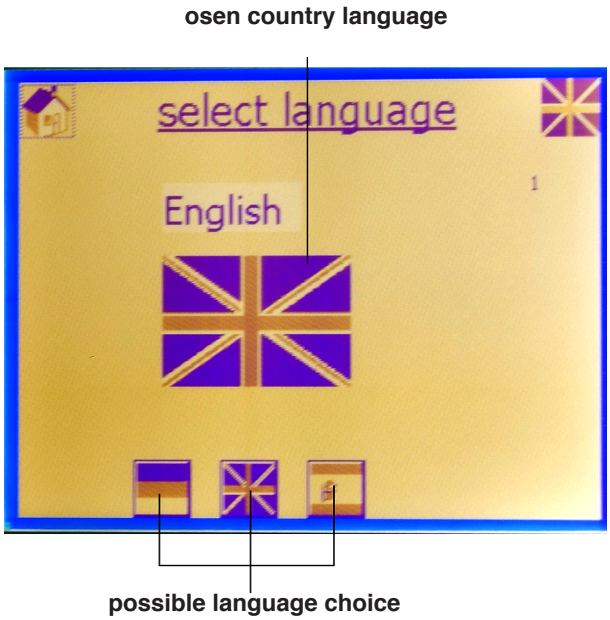

Figure 3.3
LANGUAGE SELECTION (Figure 3.3)
- The large country flag display indicates the chosen country language (Figure 3.3).